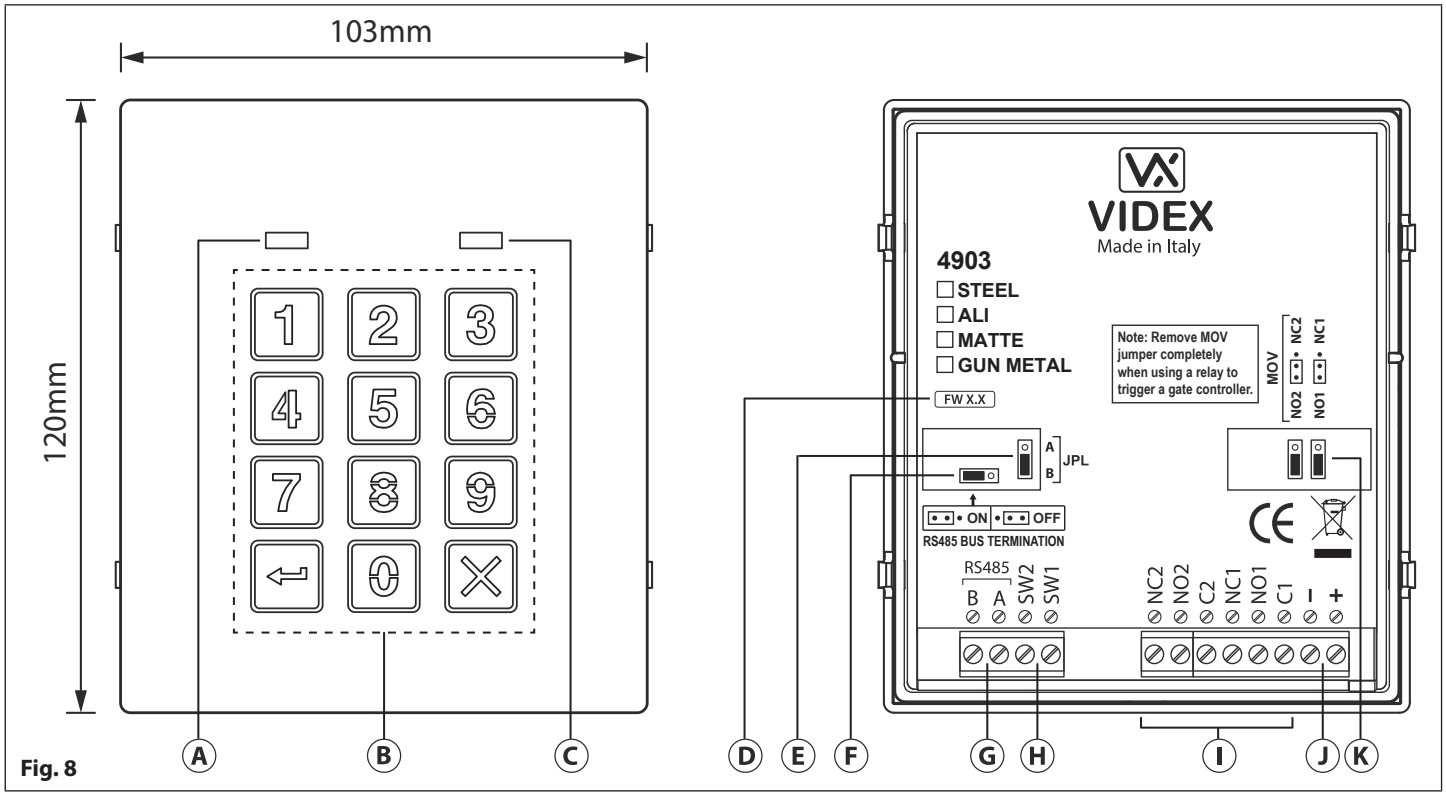

Fig. 8
The module features 12 stainless steel buttons, backlit in blue (keys **0 - 9**, **ENTER** ⏎ and **CLEAR** ⊠), 2 LED's (green LED = data, red LED = status indication) for progress information during use and programming and a stainless steel or aluminium front plate, see **Fig.8**. With two integral relays (**RLY1** and **RLY2**) each with common (**C**), normally open (**NO**) and normally closed (**NC**) connections and two switched 0V push to exit inputs **SW1** and **SW2** to enable the external triggering of the relays. Key presses are signalled acoustically while each button press has a tactile feel. Entering the correct code followed by **ENTER** ⏎ will activate the relevant relay.
The jumper **JPL** (**Fig.8**, (E)) is used to adjust the brightness and determine the operation of the backlit buttons. There are four brightness settings for the backlit buttons and two programming modes (**mode 1** and **mode 2**) for the jumper.
4. When power is restored to the codelock wait for the module to emit a single beep and the red status LED (**Fig.8**, (C)) to flash once.
5. Listen for the confirmation tone and wait for the red status LED (**Fig.8**, (C)) to flash once again.
4. When power is restored to the codelock wait for the module to emit a double beep and the red status LED (**Fig.8**, (C)) to flash once.
3. When power is restored to the keypad the backlit key buttons will illuminate (**Fig.8**, (B)). Wait for the keypad to emit a low level tone then wait for the red status LED (**Fig.8**, (C)) to switch **ON**.
4. Release the **0** [0] button then enter the unit ID required for the **Art.4903** (1 - 8) using the keypad (**Fig.8**, (B)). The red status LED will switch **OFF** and the keypad will play a short melody. Observe the red status LED (**Fig.8**, (C)) as this will flash as many times as the unit ID being set (e.g. if the unit ID is set to ID.8 the red status LED will flash 8 times).
4. When power is restored to the codelock wait for the module to emit a beep and wait for the red status LED (**Fig.8**, Ⓒ) to stop flashing.